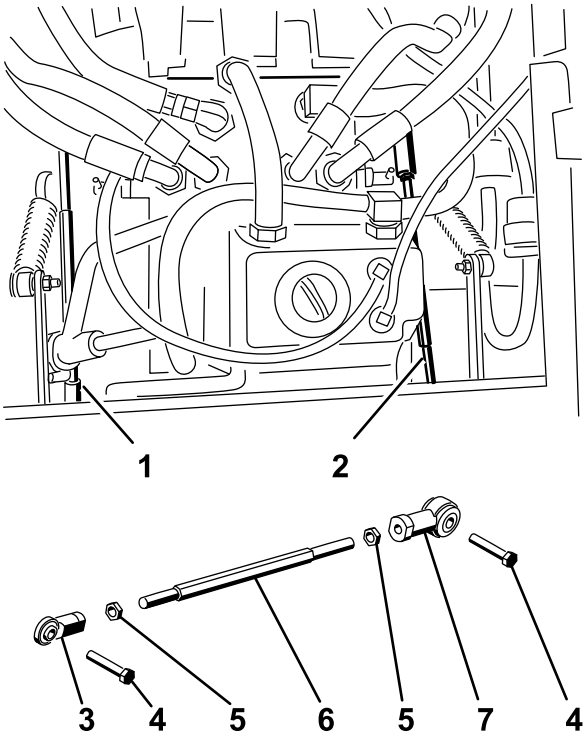

Figur 53
6. Ställ in pumpstavslängden på en sida genom att vrida sexkantsaxeln i lämplig riktning tills motsvarande hjul står stilla eller långsamt roterar bakåt (Figur 53).